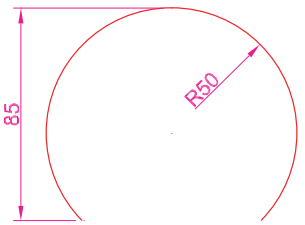

Fig. 15.41 Second example – **3D Surface** – the part circle to be extruded
1. In the **Top** view on a layer colour **red**, construct the circle in Fig. 15.41. Using the **Break** tool, break the circle as shown.